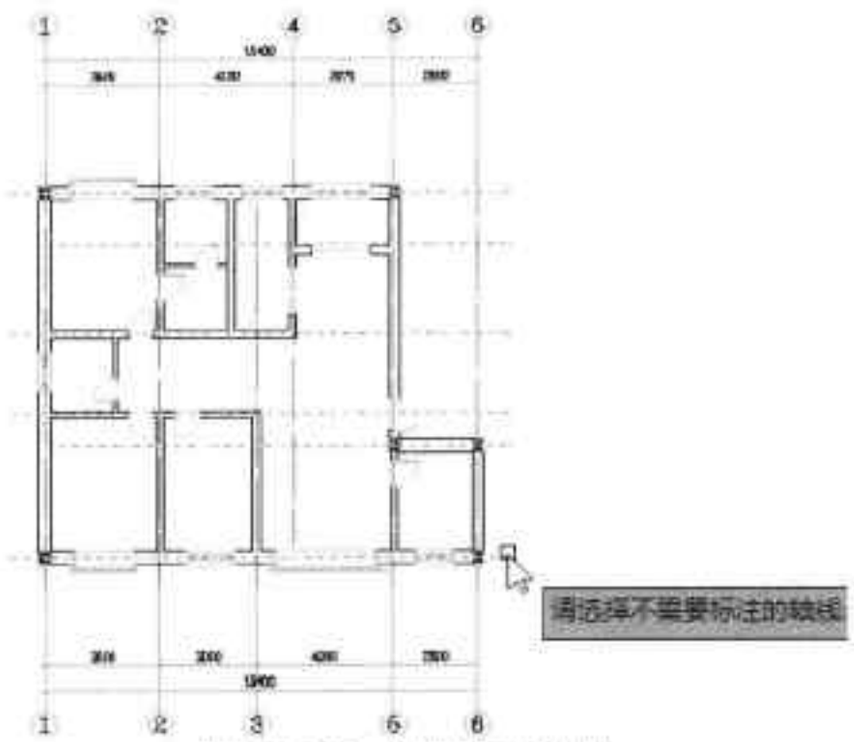

图17-75 选择所需轴线
Step 07 选择无需标注的轴线，这里将不选择，如图 17-75 所示。